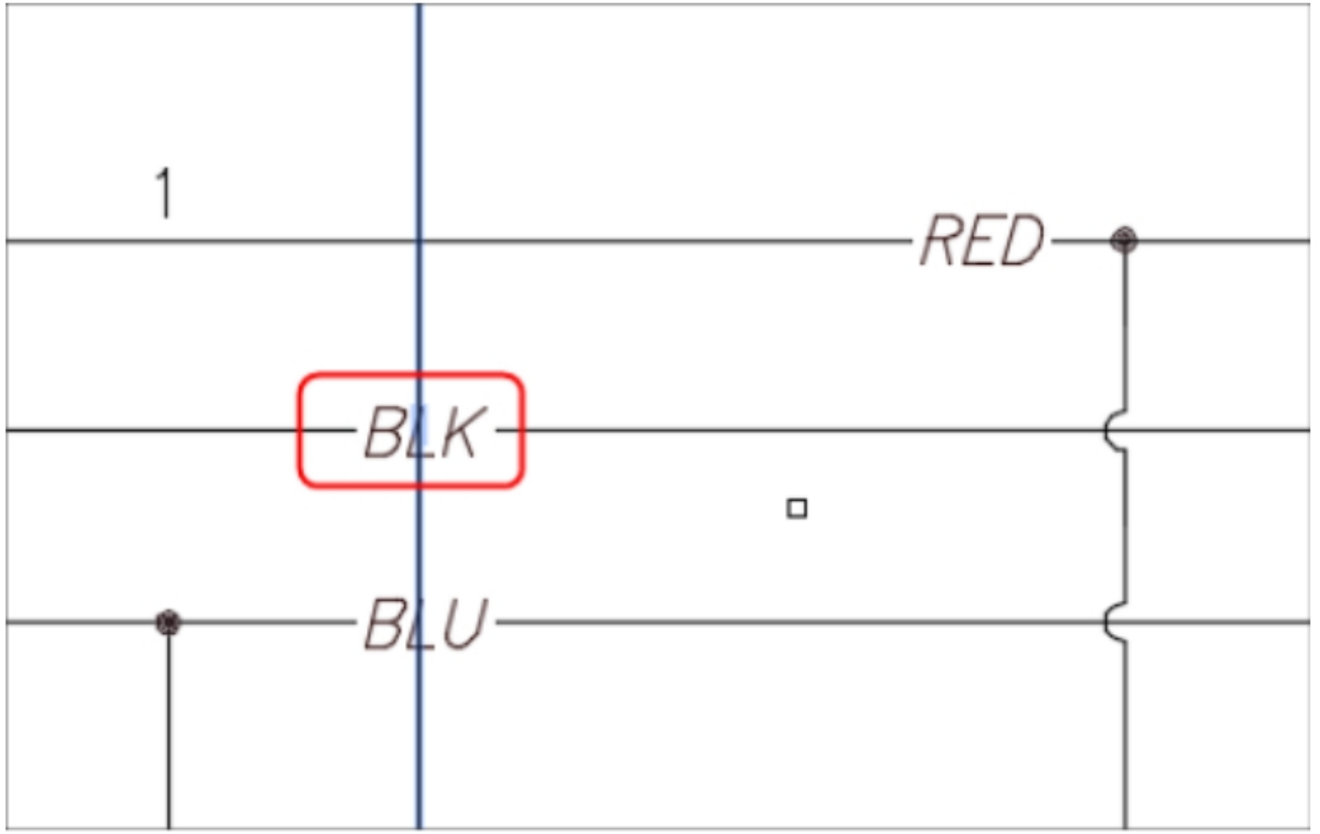

Figure-29. Reference line for selected component
- Select the component. The reference line will be created from the center of the selected component; refer to Figure-29. Also, you are asked to select the components to be aligned.